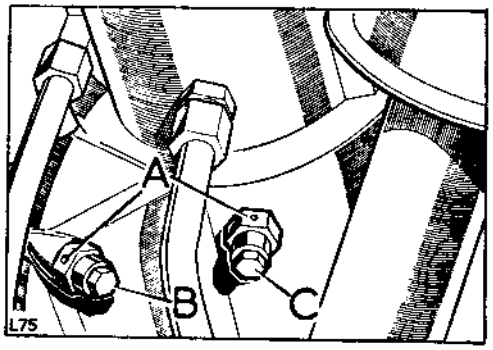

**Fig. A2-62. Priming the fuel system**
2. Release the air vent screws on the distributor pump casing, (see Fig. A2-62) and operate the hand priming lever at the base of the fuel pump. This will cause fuel to flow through the air vents orifices.